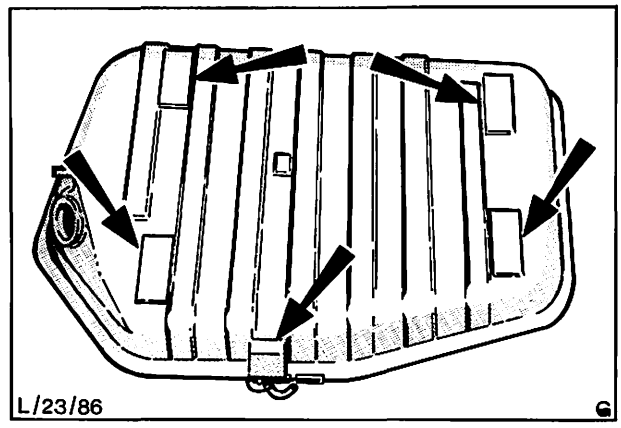

Abb. 191 Kraftstoffbehälter
15. Sicherstellen, daß die 5 Zwischenlagen (Abb. 191) an den gezeigten Stellen auf dem Kraftstoffbehälter richtig angeklebt sind.